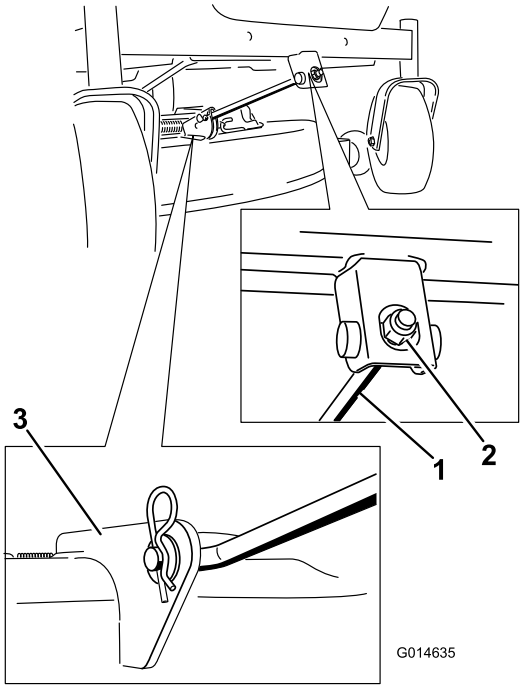

Figur 63
5. Fjern låseclipsen fra den forreste støttestang, og fjern stangen fra skjoldbeslaget (Figur 63). Sænk forsigtigt klippeskjoldets forende til jorden.
6. Fastgør den forreste støttestang til klippeskjoldet med gaffelbolten og låseclipsen (Figur 63).